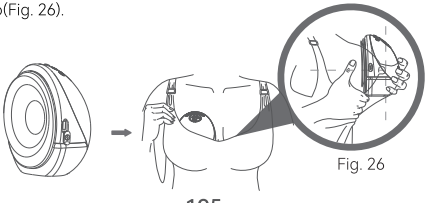

Fig. 26
a. Antes de extraerse la leche, asegúrese de que el sacaleches está firmemente apretado contra su pecho sin que quede ningún hueco(Fig. 26).